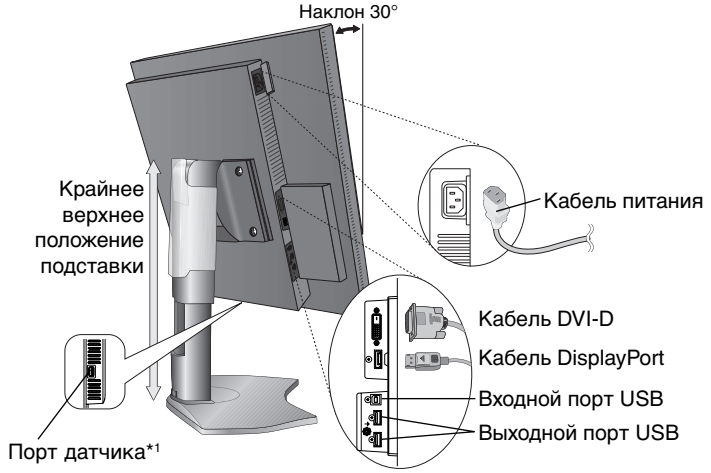
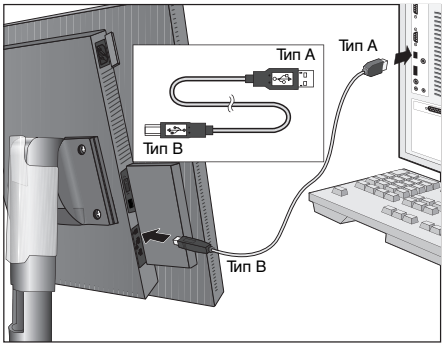

**Рисунок C.1**
**Рисунок C.1a**
4. Подключите все кабели к соответствующим разъемам (**Рисунок C.1**). С помощью кабеля USB соедините разъем типа B с входным портом USB справа на задней панели монитора, а разъем типа A – с выходным портом компьютера (**Рисунок C.1a**). При использовании кабеля от USB-устройства выполните подключение к одному из выходных портов монитора.